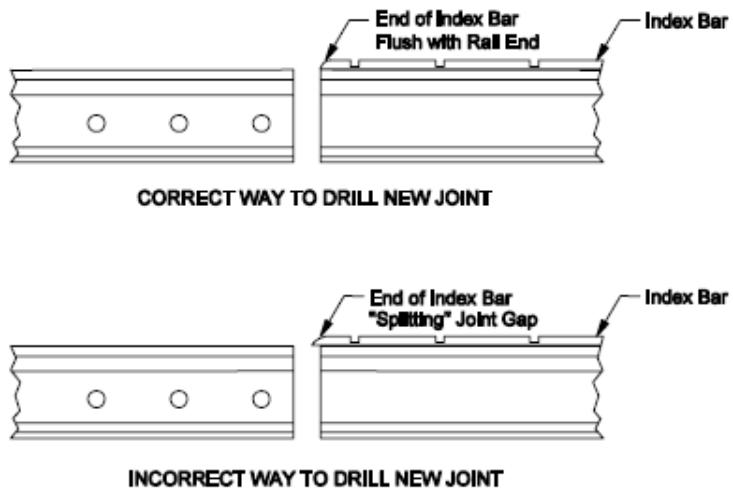

Figure 4-N-2
4. When using the index bar for setting the hole spacing, set the end of the bar flush with the rail end, as shown in Figure 4-N-2. Do not "split" joint gap.